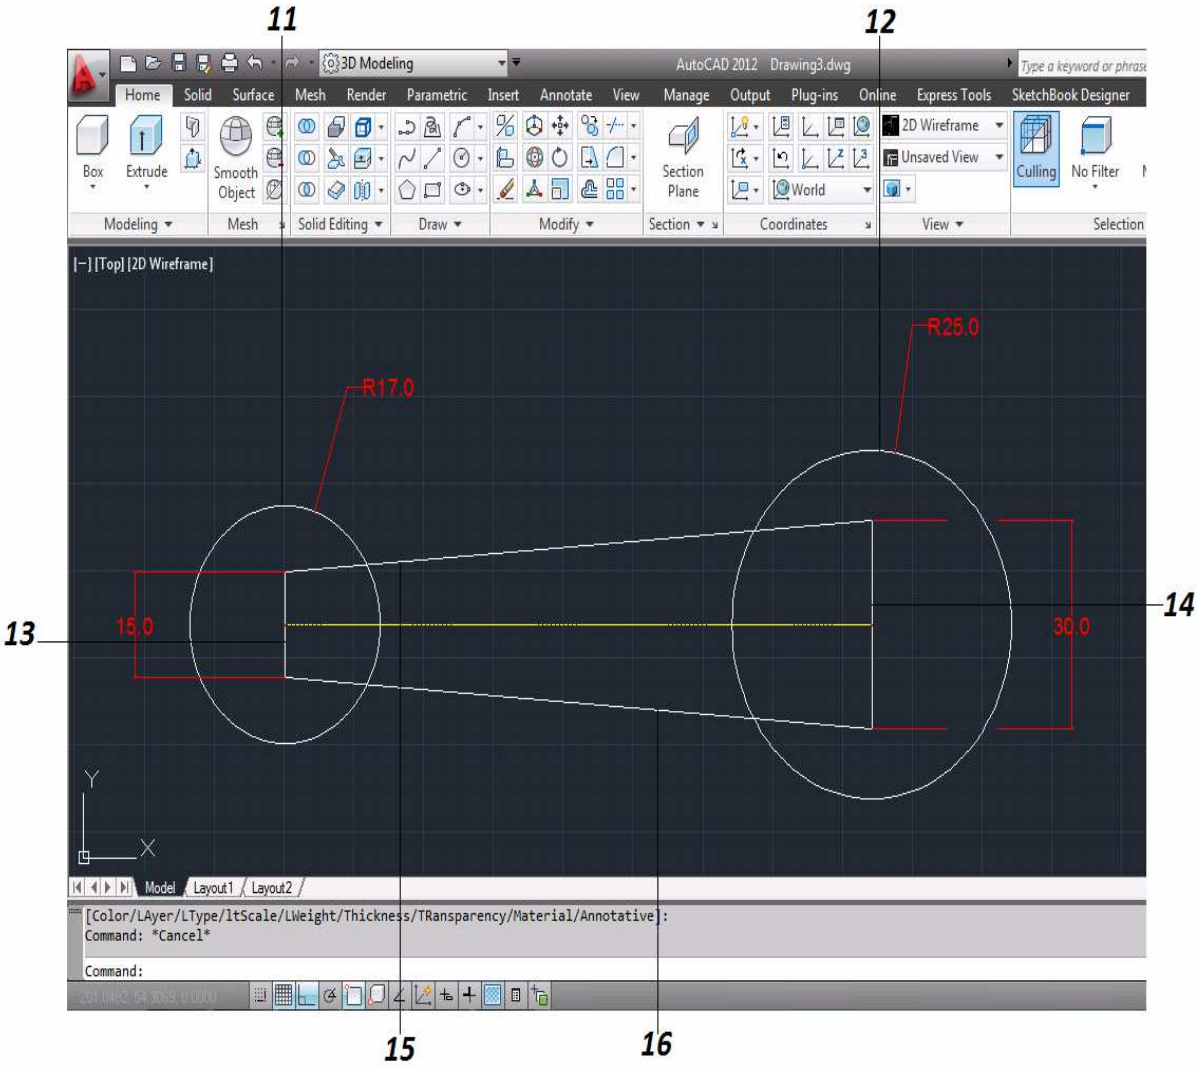

Figura 4.2 Ejercicio 1
11. Se crea un circulo de lado izquierdo de la linea guia con un radio de 17 unidades *(figura 4.2)*.
12. Se crea un circulo de lado derecho de la linea guia con un radio de 25 unidades *(figura 4.2)*.
13. Se crea una linea de lado izquierdo de la linea guia con una longitud de 15 unidades *(figura 4.2)*.
14. Se crea una linea de lado derecho de la linea guia con una longitud de 30 unidades *(figura 4.2)*.
15. Ahora se unen los extremos superiores de las lineas que se encuentran en los extremos de la linea guia *(figura 4.2)*.
16. Ahora se unen los extremos inferiores de las lineas que se encuentran en los extremos de la linea guia *(figura 4.2)*.